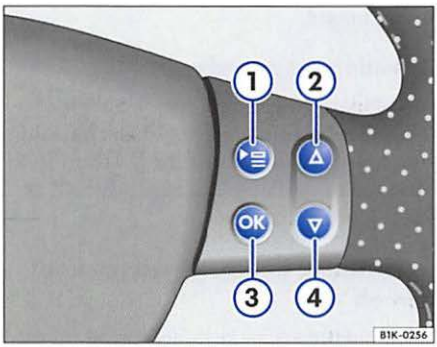

Fig. 11 Multifunction steering wheel: right side
– Press the [≡] ⇒ fig. 11 ① button on the multi-function steering wheel until the **SETTINGS** menu is displayed.
– Press the arrow keys [△] ② or [▽] ④ to highlight the menu item **Convenience**. The highlighted menu item is between the two horizontal lines. There is also a triangle on the right ◀.
– Press the [OK] button ③. The **Convenience** menu opens. ▶